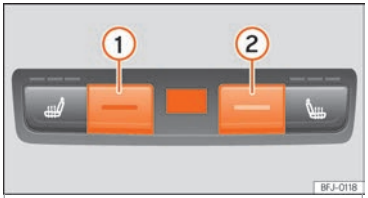

Fig. 186 Nella parte posteriore della console centrale: comandi per i sedili posteriori.
- Premere i tasti ① e ② ››› fig. 186 per regolare la temperatura.